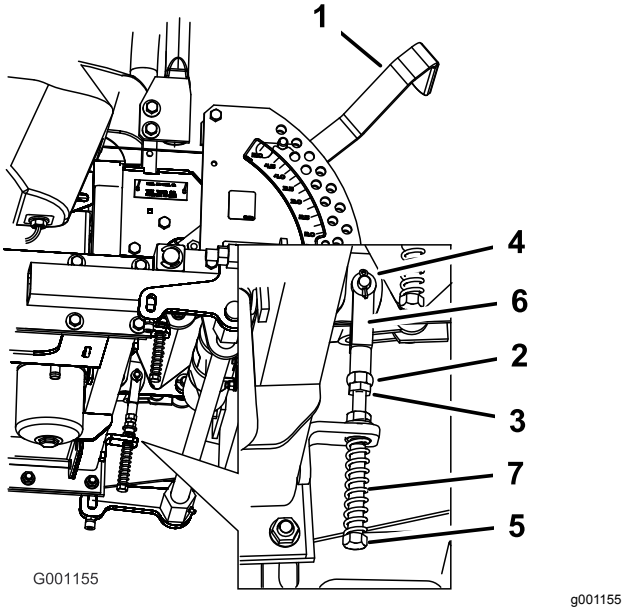

Figur 94
8. Hvis det er nødvendig med justering må du løsne på mutteren og låsemutteren mot krysshodet (Figur 94).
9. Mens du legger på lett trykk bakover på bevegelseskontrollspakene, vri hodet på justeringsbolten i korrekt retning inntil kontrollspaken er sentrert i den NØYTRALE LÅSESTILLINGEN (Figur 94).
10. Stram mutteren og låsemutteren (Figur 94).